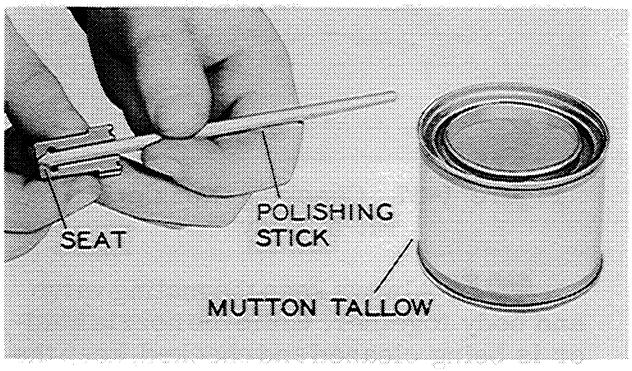

Figure I-33
8. Apply mutton tallow to a polishing stick, (CD-550 or CD-800 Tool Kit) and thoroughly clean the valve seat in the nozzle body, Figure I-33.